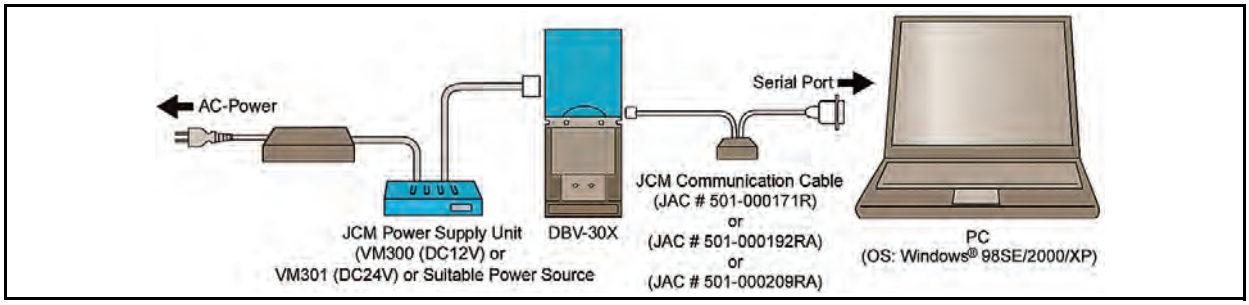

Figure 6-1 PC Software Downloading Configuration
Refer to Figure 6-1 as a reference while performing the following steps:
1. Before adjusting the DBV-30X unit, perform the equipment set-up previously illustrated in Figure 6-1 on page 6-1 to ensure proper cable and harness interconnection.